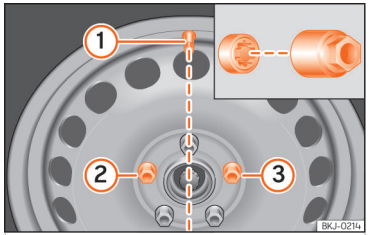

Abb. 250 Radwechsel: Reifenventil ① und Einbauort der Anti-Diebstahl-Radschraube ② oder ③.
Die Anti-Diebstahl-Radschraube muss bei einem Rad mit Radvollblende an Position ››› (Abb. 250) ② oder ③ bezogen auf die Lage des Reifenventils ① eingeschraubt sein. Die Radvollblende kann sonst nicht montiert werden.